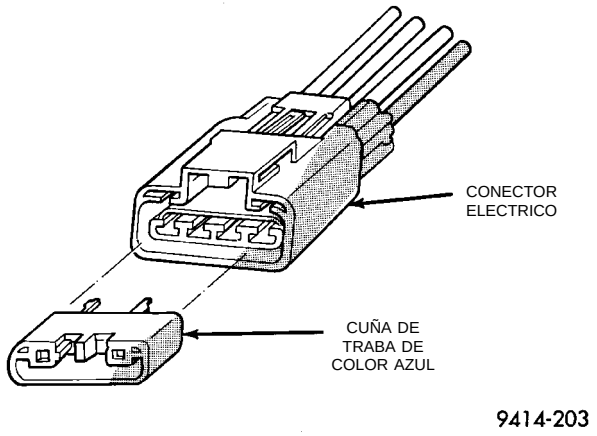

Fig. 23 Cuña de traba de los terminales de cables
(2) Tire de la cuña de traba de color azul (Fig. 23).